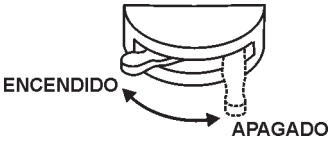

**Figura 64. Interruptor de la batería ENCENDIDO**
2. Coloque el ***interruptor de la batería ENCENDIDO/ APAGADO (ON/OFF)*** (Figura 64) a la posición "**ENCENDIDO**""**ON**".